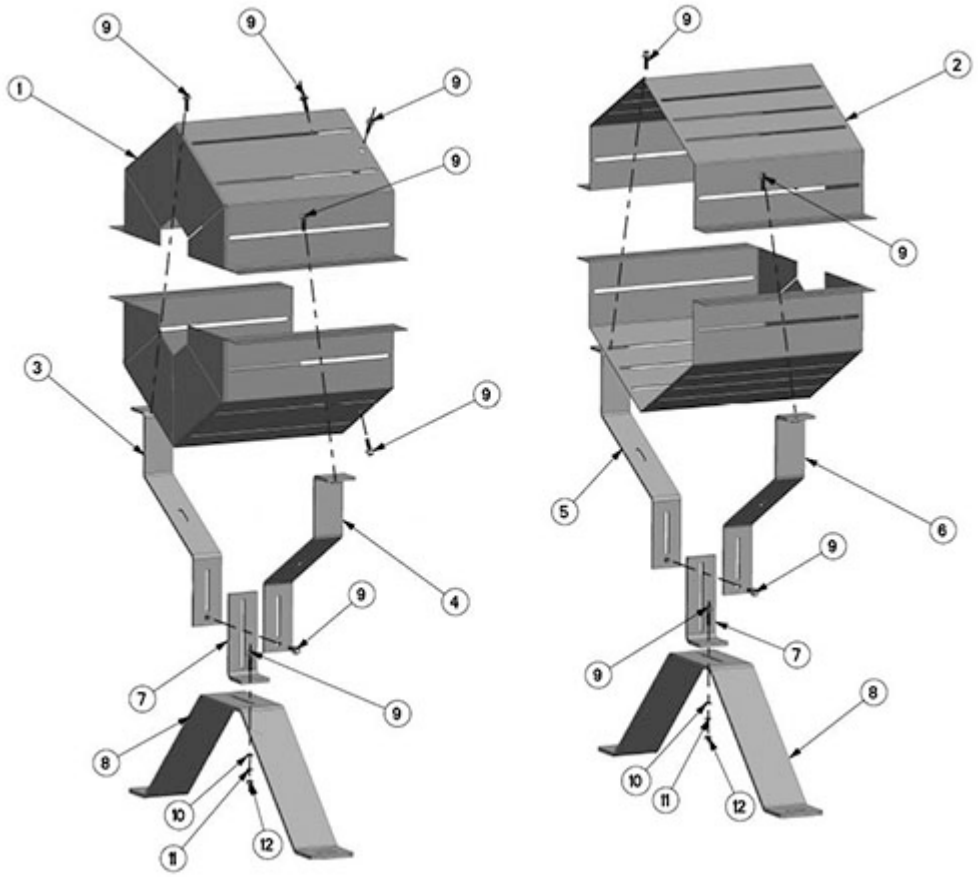

Figure 47: Coupling guard exploded view
31. Locate the upper half of the casing into place using the tapered dowel pins and install the casing main joint bolts (see Figure 47). The casing joints should be tightened according to the torques listed in section 6.10 Screw Torque Values.